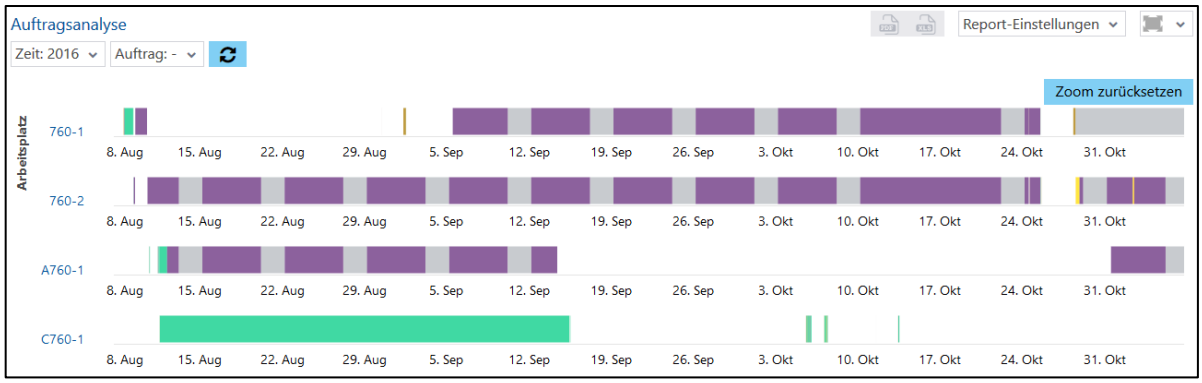

**Bild 143: Auftragsanalyse als Zeitstrahl**
- Auftragsanalyse als Zeitstrahl (Bild 143):